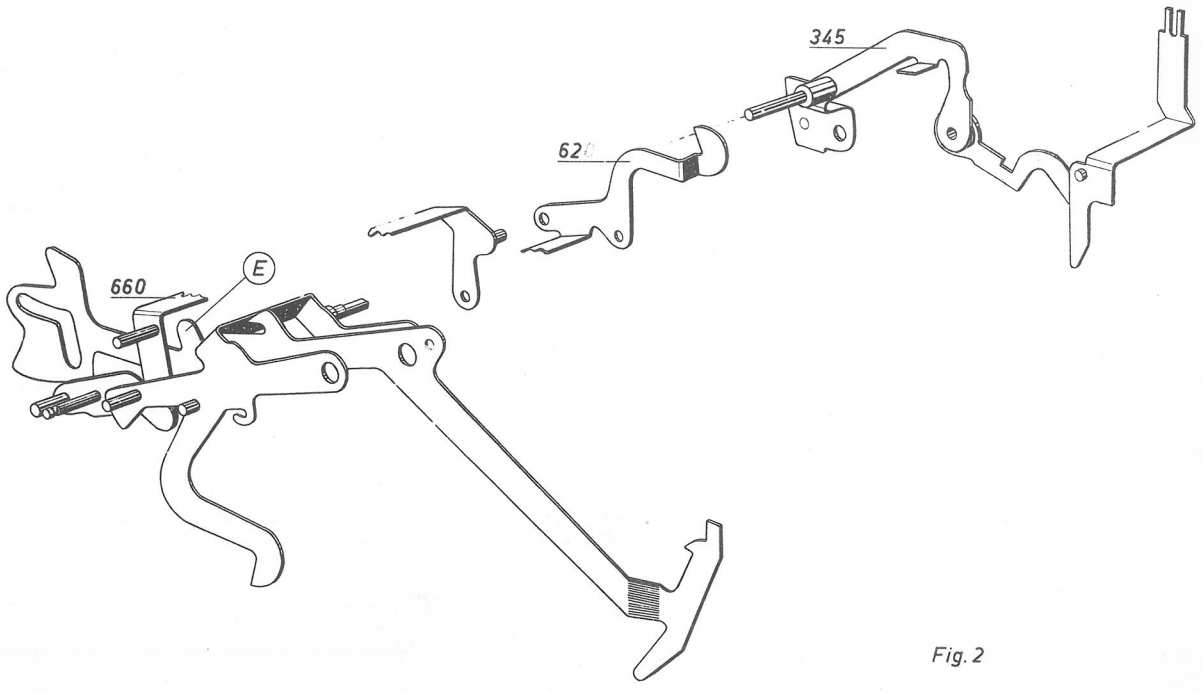

Fig. 2
Der Unterschied zwischen den Tasten beider Gruppen besteht u.a. darin, dass die Nocken E (Fig.2) in verschiedenen Abständen vom Lagerpunkt der Tastenhebel placiert sind.
Drückt man dagegen eine Taste der zweiten Gruppe(5 - 9), bei der die Nocken E einen grösseren Abstand vom Lagerpunkt des Hebels haben, bleibt die Brücke(660) mit dem Haken(620) unbeeinflusst. Der Zapfen des Subtraktionswinkels (345,Fig.2) wird also nicht gesperrt und das Rechenwerk kann in Subtraktionslage schwenken.
Stellt man den Schaltarm (352) in Minuslage,schwenkt der Bügel(660) nach hinten,was zur Folge hat,dass nunmehr die Nocken E der zweiten Tastengruppe (5-9) den Bügel und Haken (660/620) zur Sperrung des Subtraktionswinkels (345,Fig.2) anheben,wodurch das Rechenwerk in Additionslage gehalten wird.
Nun sind es die Nocken E der ersten Tastengruppe(0 - 4), die keinen Einfluss auf den Bügel (660) haben. Der Subtraktionswinkel (345,Fig.2) wird also nicht gesperrt und das Rechenwerk kann in Subtraktionslage schwenken.